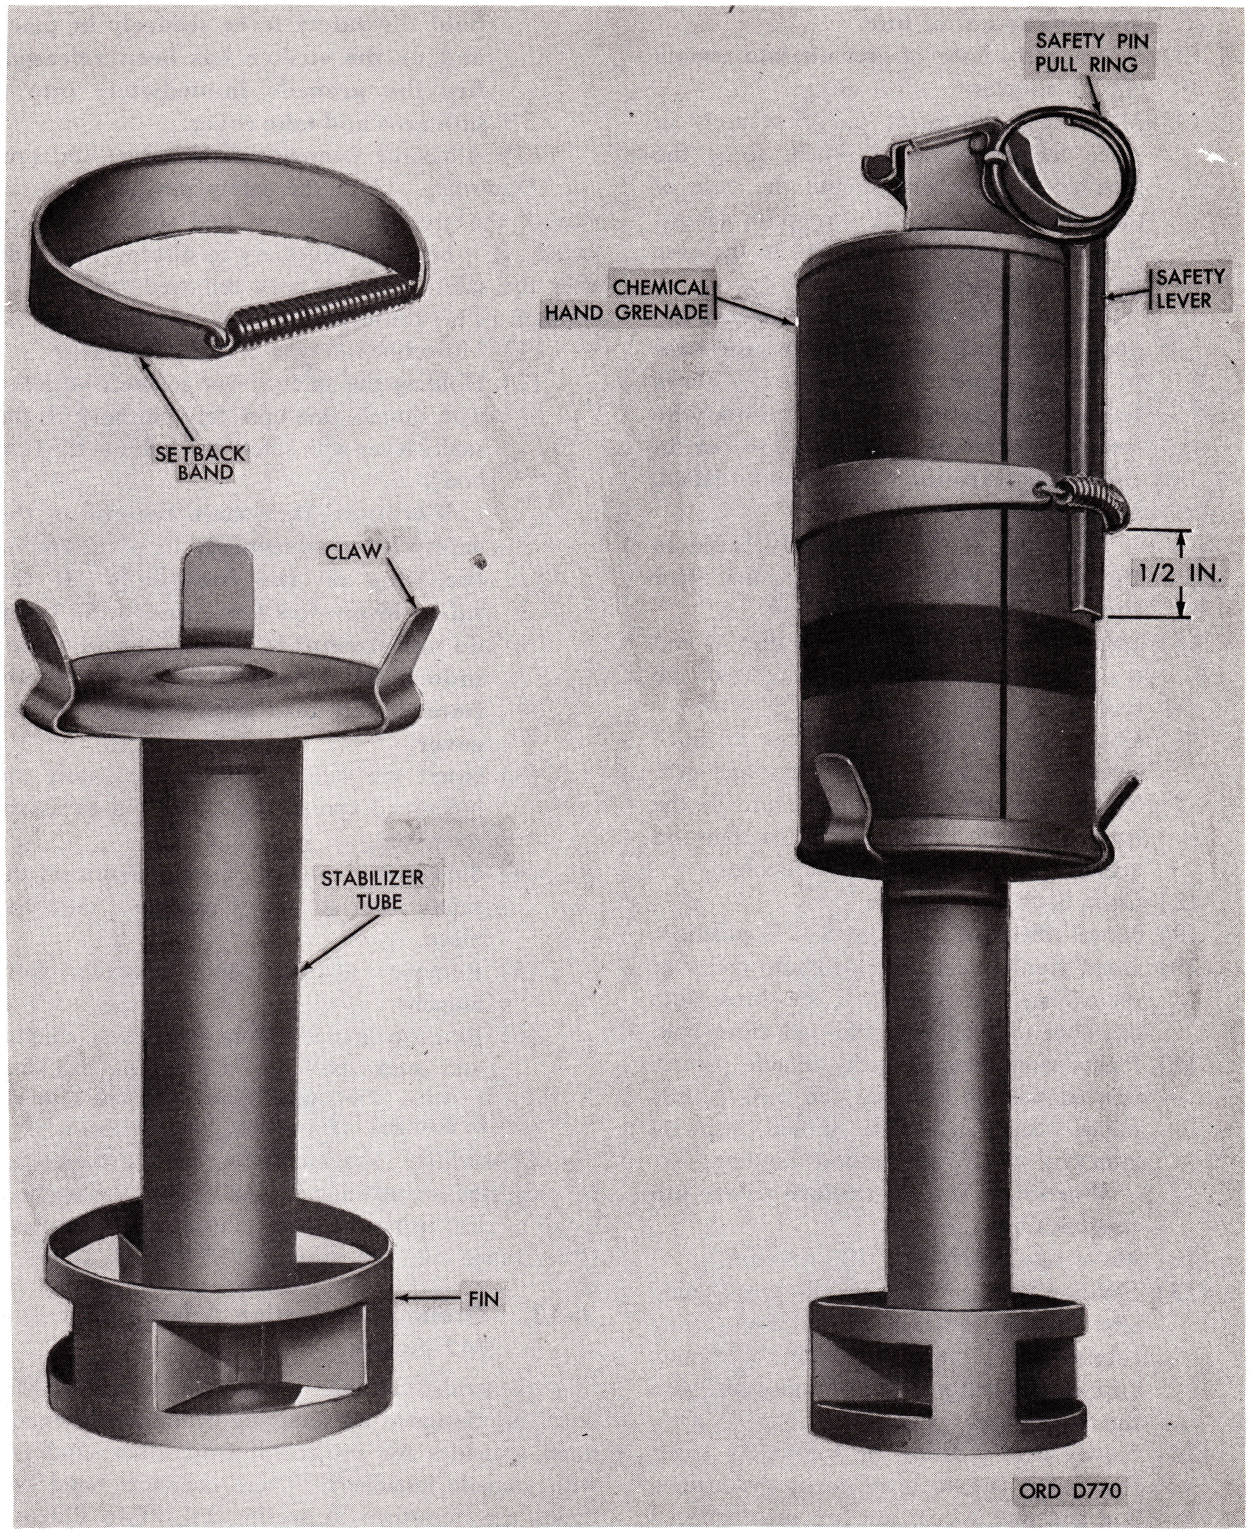

Figure 3–8. Adapter, grenade projection, M2A1 with chemical hand grenade.
a. General. Grenade projection adapters M2-series are designed for adapting cylindrical chemical hand grenades for projection from rifles equipped with grenade launchers. These chemical hand grenades are described in section IV. Two different models of the projection adapter M2-series are available: the M2, and the M2A1 (fig. 3–8). The